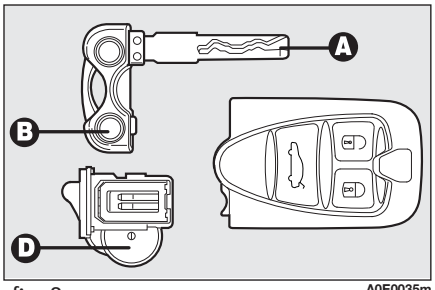

fig. 9
To change the battery **fig. 9** proceed as follows:
- ❒ remove the battery **D-fig. 9** from the case taking note of the bias (in the figure the positive pole is facing downwards);